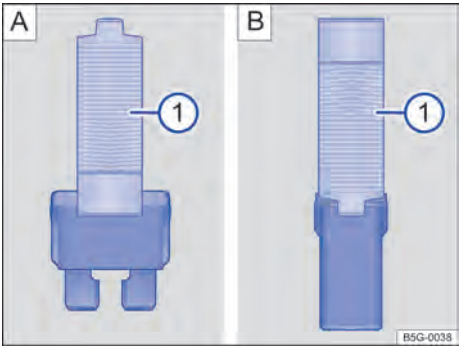

Fig. 197 Retirar ou colocar o fusível com a pinça de plástico: A: fusível plano, B: fusível de bloqueio.
- Se necessário, retirar a pinça de plástico → Fig. 197 ① da cobertura da caixa de fusíveis.
- De acordo com a versão do fusível, colocar as garras adequadas do alicate plástico → Fig. 197 A ① ou → Fig. 197 B ① lateralmente no fusível.